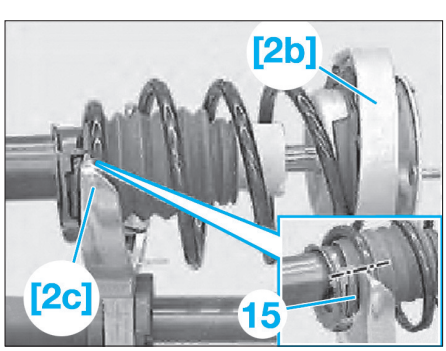

Fig. 13
• Nettoyer le ressort hélicoïdal et le serrer avec les outils [2c] et [2b] munis de l'insert [2a] **(Fig.13)**.
• Tourner la jambe de suspension, jusqu'à ce que l'extrémité du ressort hélicoïdal (15) s'aligne avec le bout de l'outil [2c].